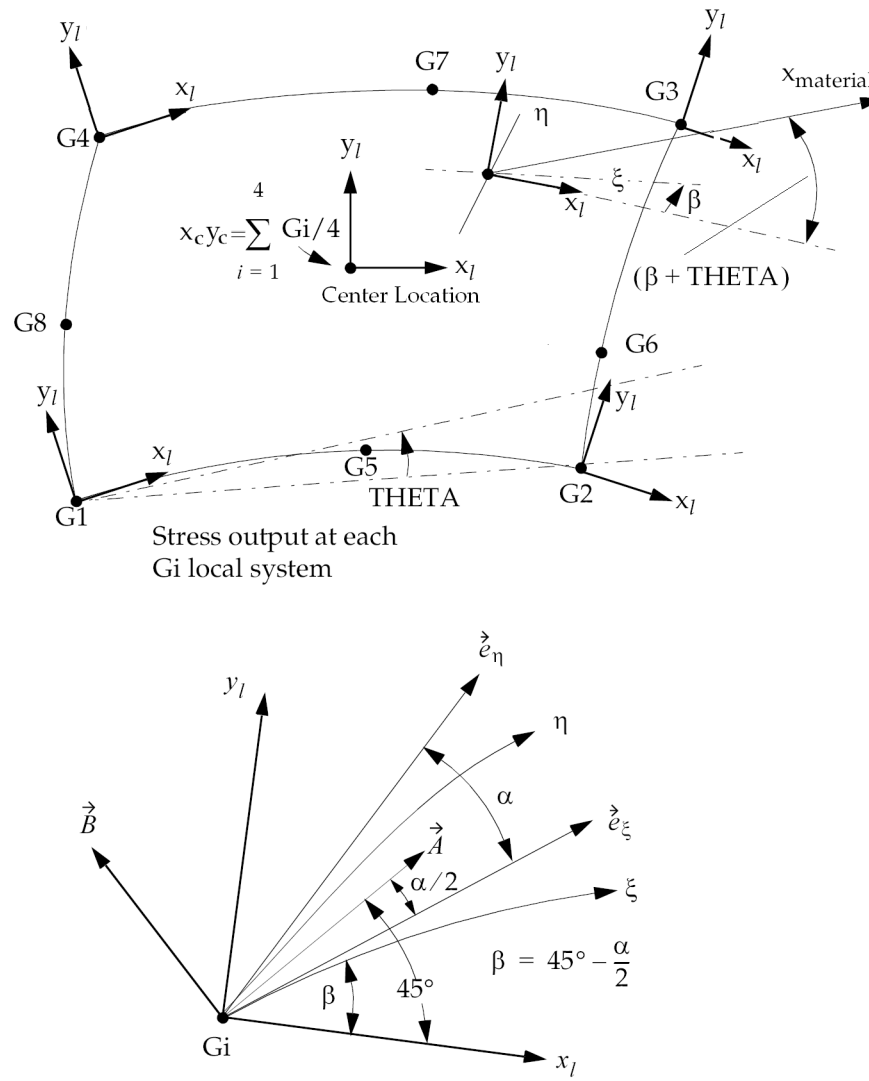

Figure 12-32. CQUAD8 Element Geometry and Coordinate Systems
THETA	Material property orientation angle in degrees. See Figure 12-32. THETA is ignored for hyperelastic elements. (Real; Default = 0.0)
2. Grid points G1 to G8 must be numbered as shown in Figure 12-32.
10. For a description of the element coordinate system, see “Plate and Shell Elements” in the *NX Nastran Element Library*. Stresses and strains are output in the local coordinate system identified by x_l and y_l in Figure 12-32. However, for hyperelastic elements, the stress and strain are output in the coordinate system identified by the CID field on the PLPLANE entry.